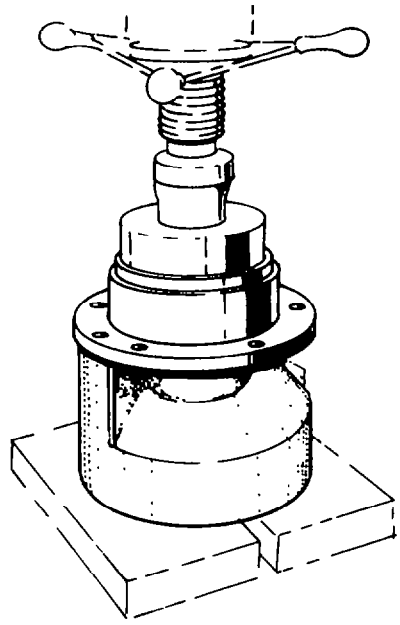

Fig. 309 — Installing Front Bearing Cup
b. Install the front bearing cup into the bevel pinion housing, using a hydraulic press (see fig. 309). Then turn the housing over and install the rear bearing cup.